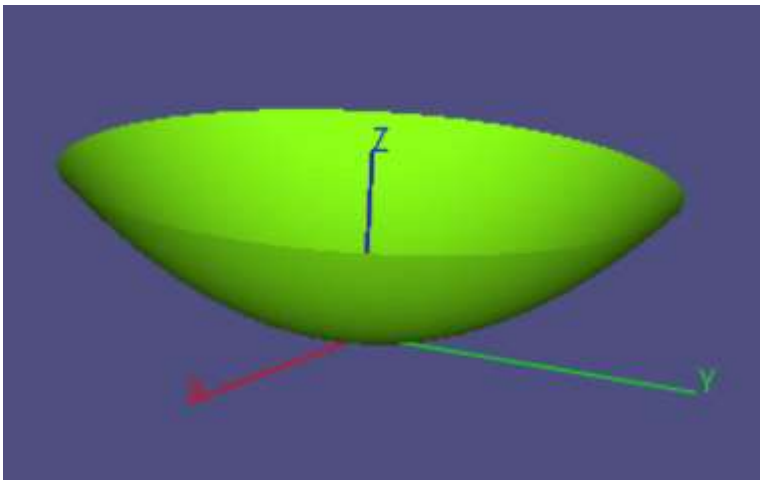

Рис. 1.27. Параболоид (параболический отражатель)
***Model Type = Parabola*:** Секция параболоида с z-осью с заданным радиусом, смещением и длиной фокусного расстояния (рис. 1.27).